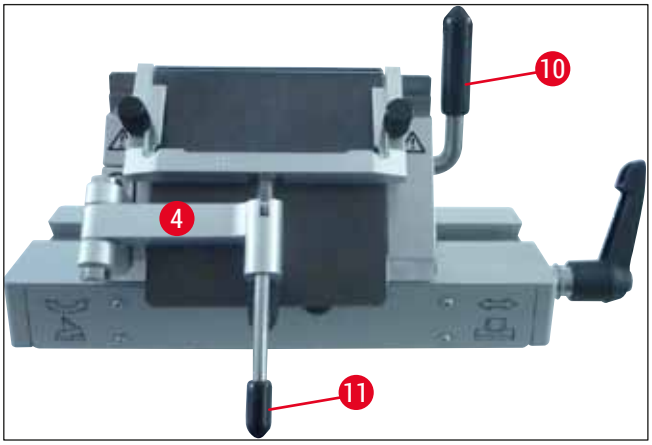

Рис. 31
4. Поверните зажимной рычаг (→ "Рис. 31-10") по часовой стрелке для фиксации (→ "Рис. 31").